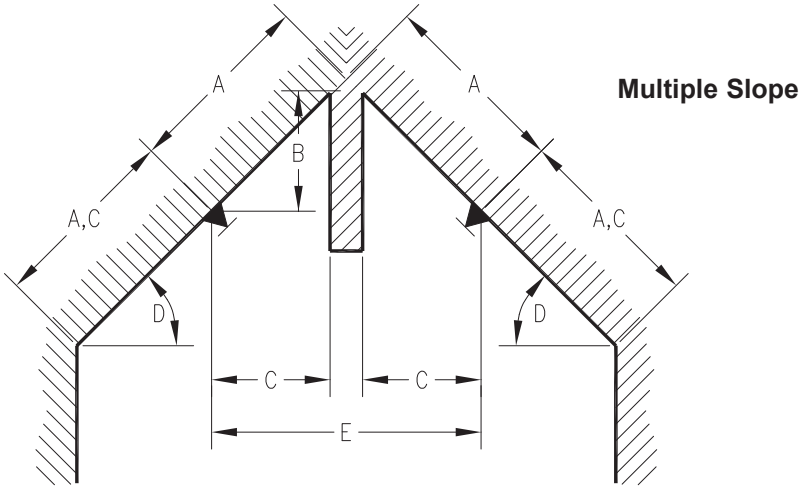

Figure 2
(C) Where angle "C" is greater than an 8/12 (33.7°) pitch, see Figure 2 below.